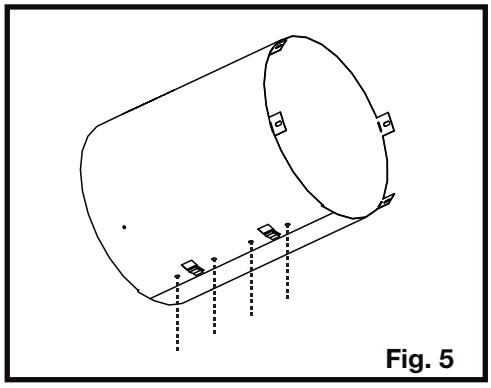

Fig. 5
5. Ensure both ends line up and secure ends with clip and fasteners **(Fig. 5)**.